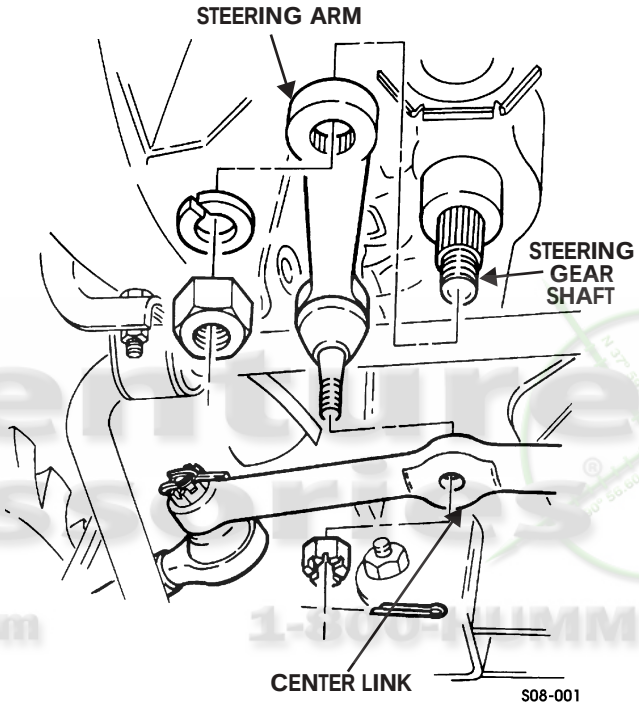

Figure 8-2: Steering Arm
2. Remove nut, lockwasher, and steering arm from steering gear shaft. Discard lockwasher (Figure 8-2).
1. Install steering arm on steering gear shaft with lockwasher and nut (Figure 8-2).